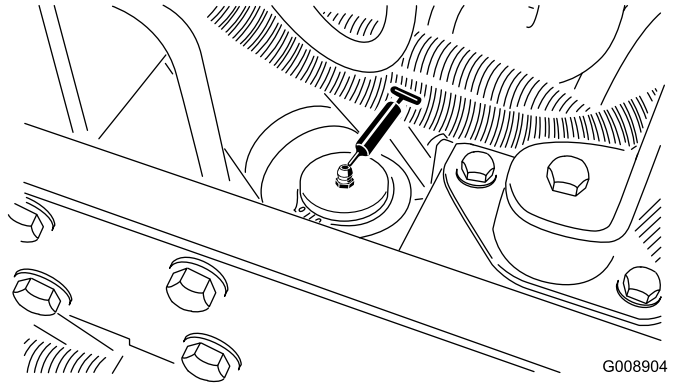

**Figur 57**
- Akselstyresylinder (Figur 57).